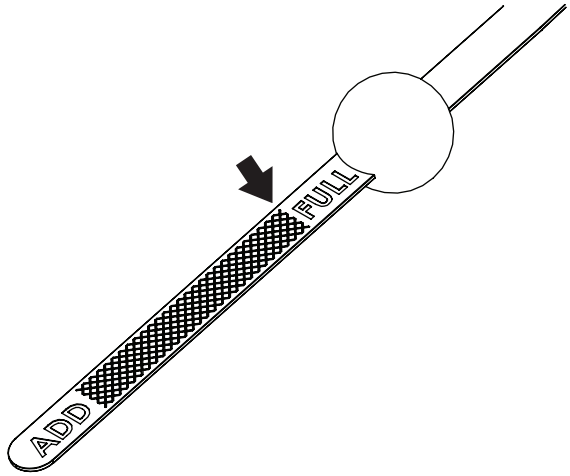

Figure 12
3. Remove the dipstick. Wipe it dry with a clean cloth and completely reinsert it into the dipstick tube. See figure 12, page 24.
9. Fill the engine with the proper amount of engine oil. *See Figure 12.*